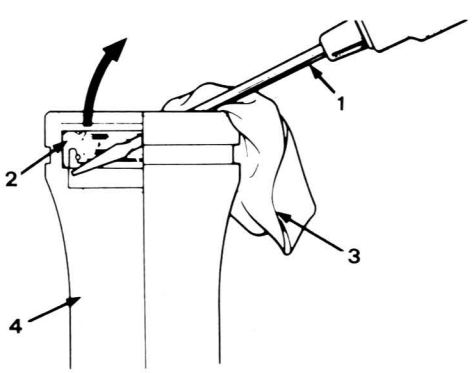

Bild 160
- Den Simmerring vorsichtig mit einem Schraubenzieher entfernen (Bild 160).